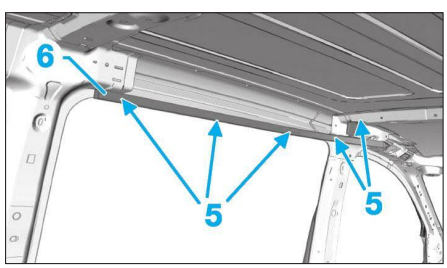

**Fig. 97**
• Déposer les vis (5) du rail supérieur (6) **(Fig.97)**.